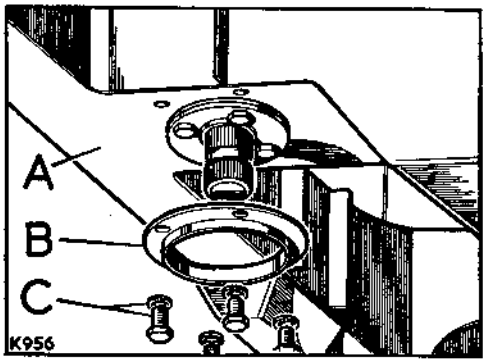

**Fig. G1-71. Relay mounting flange plate**
4. Fit the relay mounting flange plate to the underside of the chassis, see Fig. G1-71.